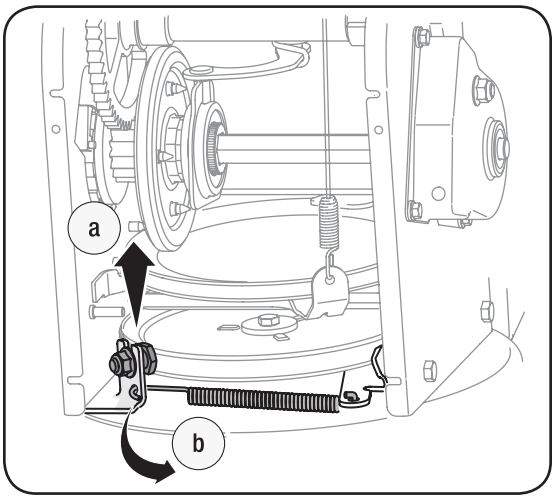

Figure 6-7
4. a. Desserrez et retirez la vis à épaulement qui sert de guide-courroie. Voir la Figure 6-7.